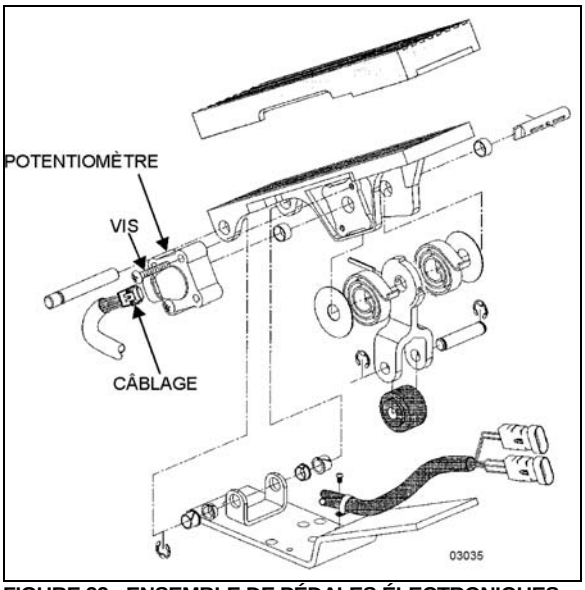

FIGURE 22 : ENSEMBLE DE PÉDALES ÉLECTRONIQUES
3. Jeter le potentiomètre (Figure 22).
4. Placer le nouveau potentiomètre. Pousser le potentiomètre sur l'axe du potentiomètre, en faisant correspondre les découpes dans l'axe aux languettes d'entraînement du potentiomètre. Appliquer une pression de la main jusqu'à ce que le potentiomètre touche le fond du logement. Reposer les vis (Figure 22) et serrer juste assez pour fixer le potentiomètre.